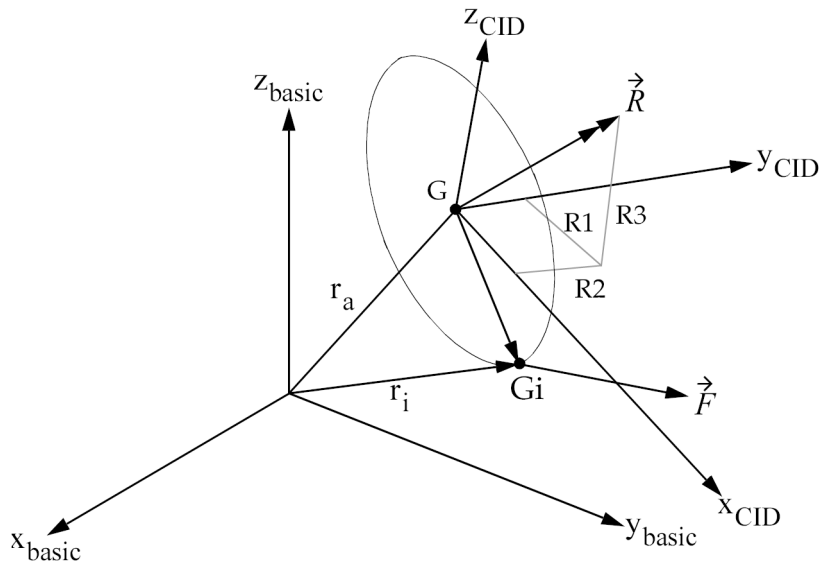

Figure 17-3. RFORCE2 Vector at a Grid Point
2. In Figure 17-3, the force vector at a grid point Gi is given by: